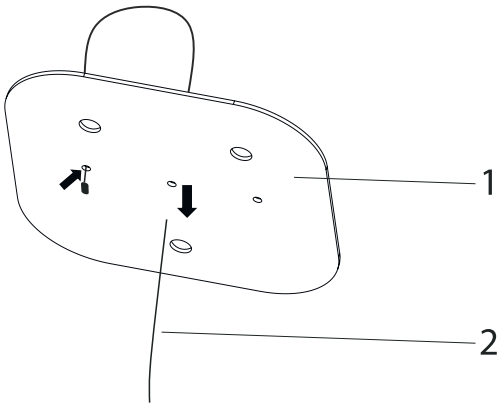

Fig. 8
2. Skub stålwiren igennem ophæningspladen som vist på figur (Fig. 8).